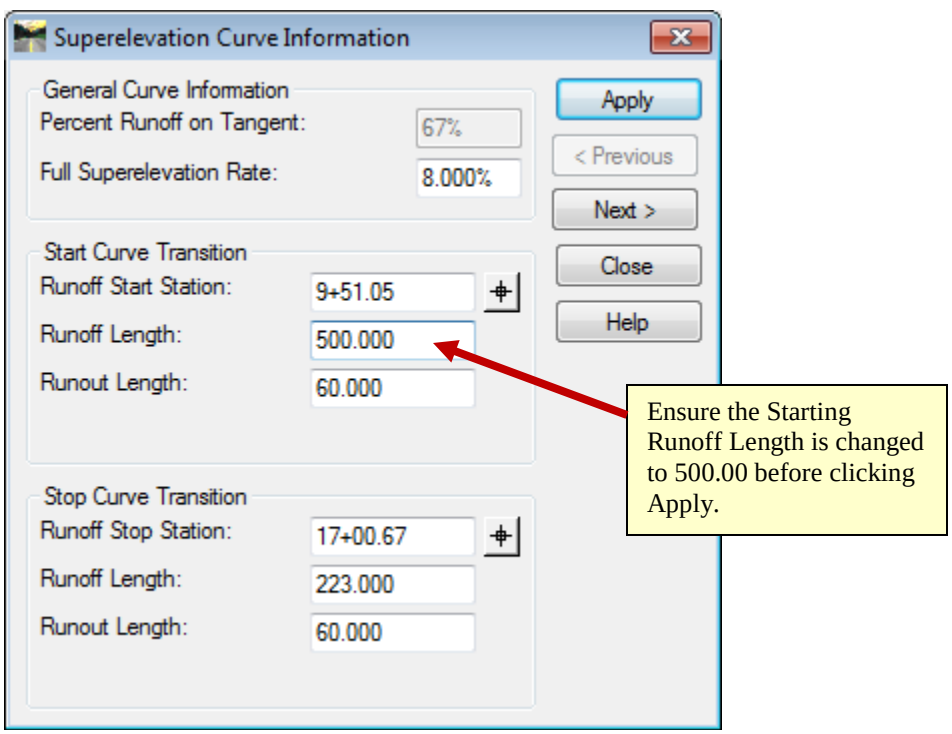

Figure L8-48 Superelevation Curve Information
- Ensure your entries match those shown in *Figure L8-48*.